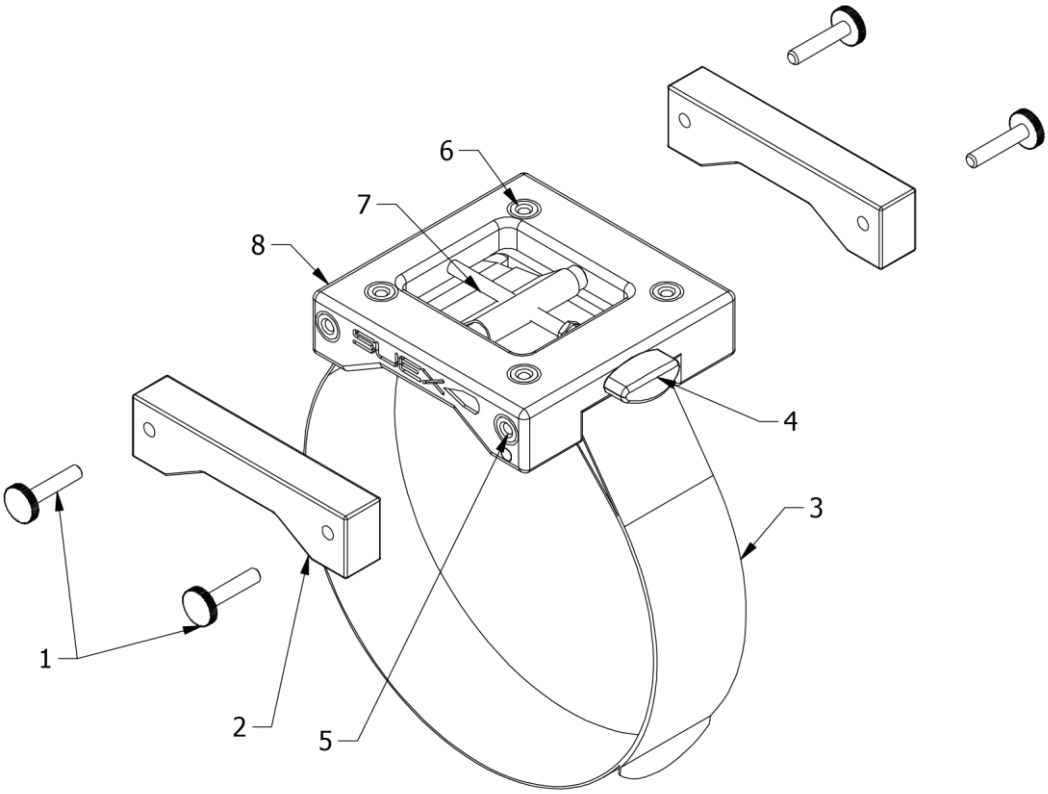

Fig.1 - Descrizione delle parti del supporto fisso
Il supporto è costituito da (Fig.1):
- Aprire la cinghia (3 - Fig.1) e richiuderla sul corpo dello Scooter utilizzando il velcro, verificando che il pomello di tensionamento sia allentato in modo da avere margine per stringere e fissare il supporto sullo Scooter.
- Ruotare il pomello (4) in senso orario per tensionare la cinghia, usando le dita, senza forzare; verificare che il supporto risulti fissato.
Sui lati anteriore e posteriore del supporto fisso (8 - Fig.1), si trovano delle boccole filettate (5) dove è possibile avvitare le viti (1) di fissaggio galleggiante (2).
Saltuariamente, lubrificare la vite di titanio (7 - Fig.1) con del comune grasso adatto agli ambienti marini.